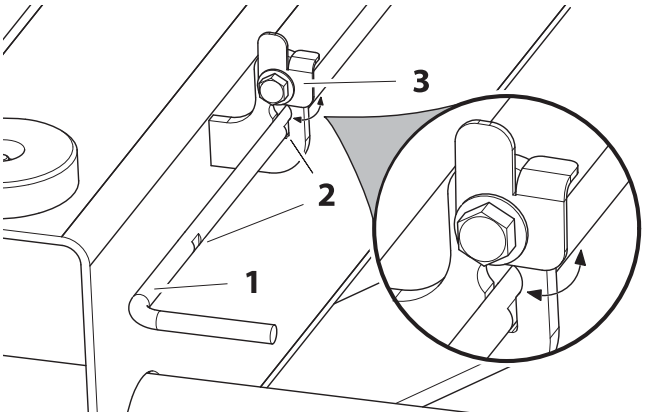

Figure 2-2. Tige d'activation de l'étançon de sécurité
2. Faites pivoter la plaque de maintien de la tige et relâchez l'étançon de sécurité à l'avant de la machine. (Voir Figure 2-2.)